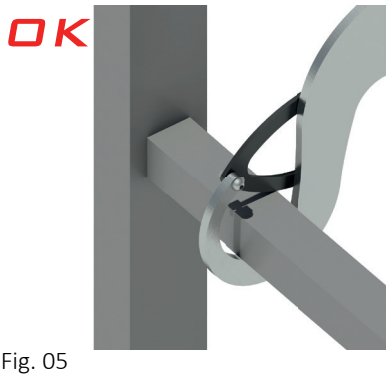

Fig. 05
- Chiudere il dispositivo anti-impigliamento (fig.05)